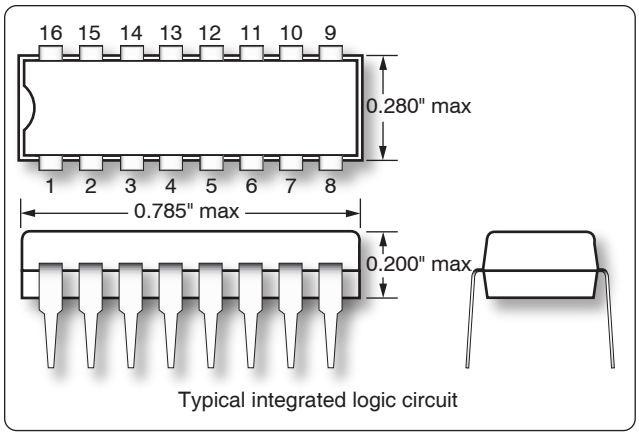

Figure 12-266. *Integrated circuit.*
All of the logic functions so far discussed plus many other components are available in some form of an integrated circuit. The digital systems found in today's aircraft owe their existence to a large extent to the design of the integrated circuit (IC). In most cases, the IC has an advantage over the use of discrete components in that they are smaller, consume less power, are very reliable, and are inexpensive. The most noticeable characteristic of the IC is its size and in comparison to the discrete semiconductor component, can easily be on the order of thousands of times smaller. *[Figure 12-266]*\